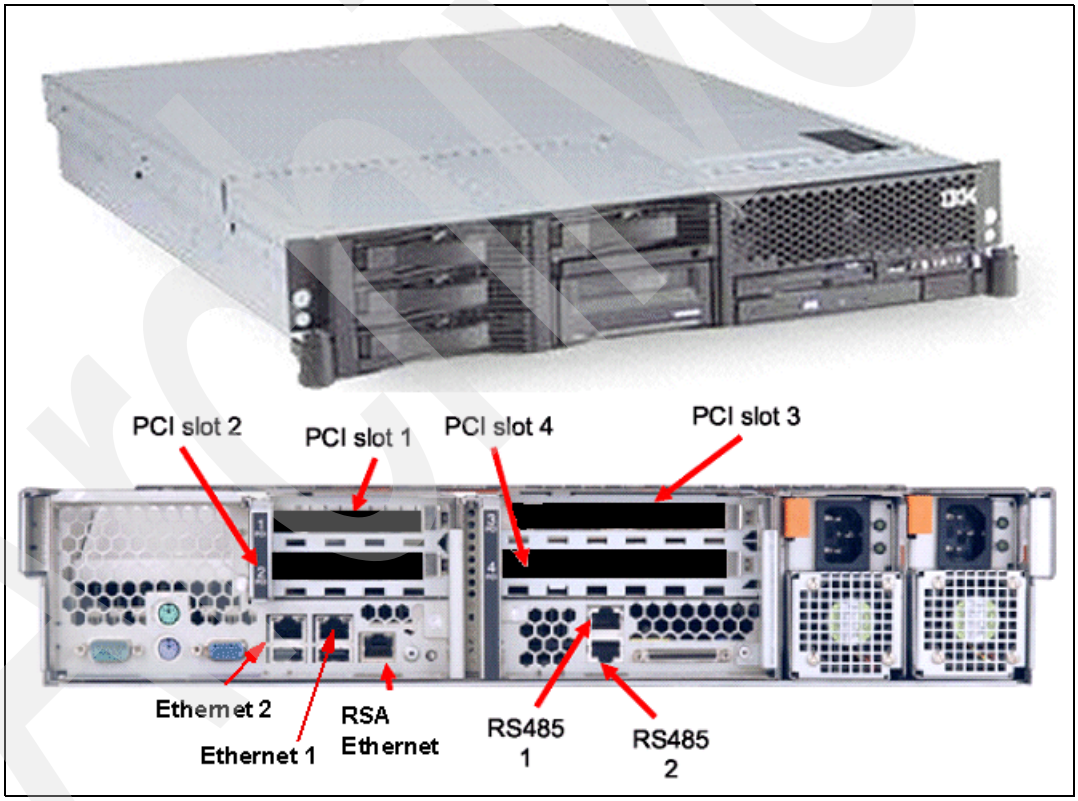

Figure 2-1 IBM 3954 Model CV5
The 3954 Model CV5 is a member of the xSeries family of servers. The Peripheral Component Interconnect (PCI) slots 1 through 4, shown in Figure 2-1, contain the dual ported Qlogic (QLA2342) Fibre Channel adapters with Lucent Connectors (LC). The 3954 Model CV5 is a modified xSeries 346, 8840-A5U, with the following features: